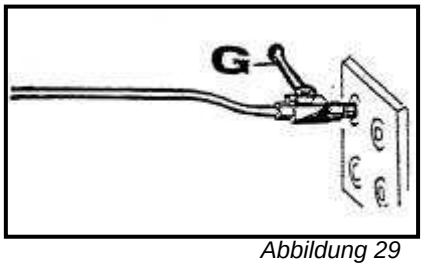

Abbildung 29
- Stützfüße unbedingt herunterklappen (Abb. 29, Pos. E), da sonst der Mäher nur unter schwierigen Umständen wieder angekuppelt werden kann.
Zum Transport ist der Front-Rotormäher RO 275-FB / RO 305-FB automatisch durch zwei Blattfedern gegen Pendeln gesichert, der RO 275-FZ / RO 305-FZ ist durch die eingefahrenen geräteseitigen Zugzylinder gegen Pendeln gesichert, wobei für den Transport der integrierte Absperrhahn gegen ein Absenken abgesperrt werden muss (Abb. 29, Pos. G).